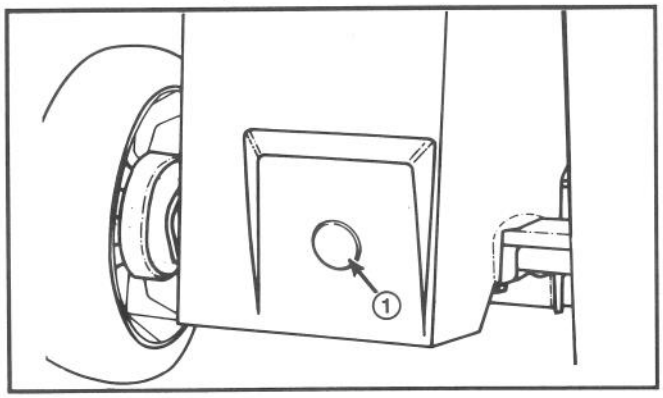

Abbildung 27
3. Den Plastikstopfen aus der Öffnung auf der Rückseite des Mähers ziehen (Abb. 27).